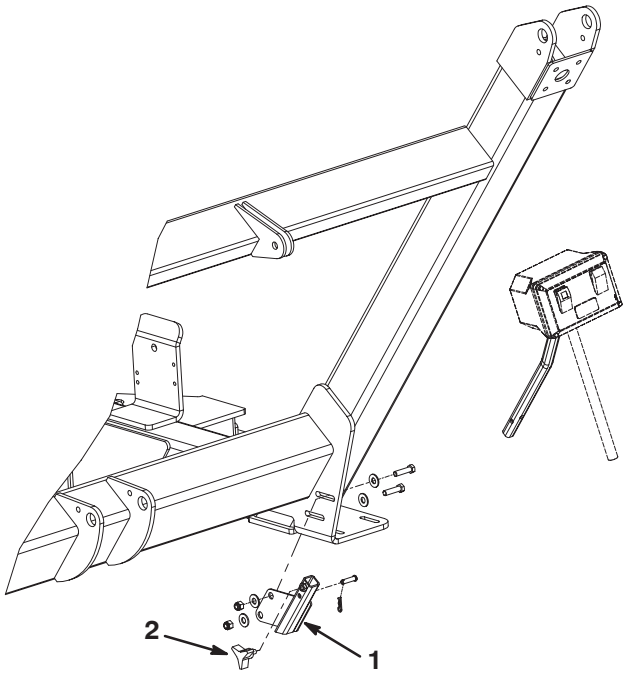

Figure 10
1. Montez l'ensemble récepteur sur le support du châssis de la balayeuse avec (2) vis 3/8–16 x 1/2 pouce, (4) rondelles et (2) écrous. Positionnez les composants comme illustré à la Figure 10.
2. Insérez le tube de l'ensemble support dans le récepteur et fixez-le avec un axe de chape et une goupille fendue (Fig. 10).
3. Vissez le bouton dans le récepteur pour serrer le tube (Fig. 10).